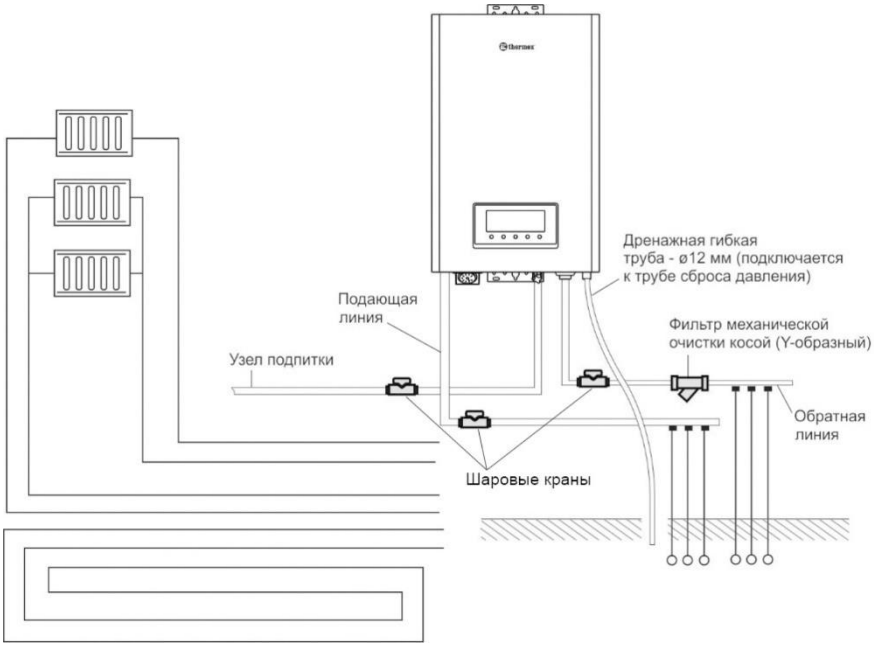

Рис. 4. Схема подключения труб
7.2 Подключение к системе отопления (Рис. 4)